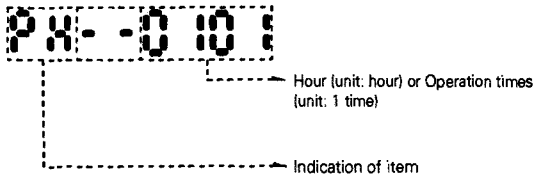
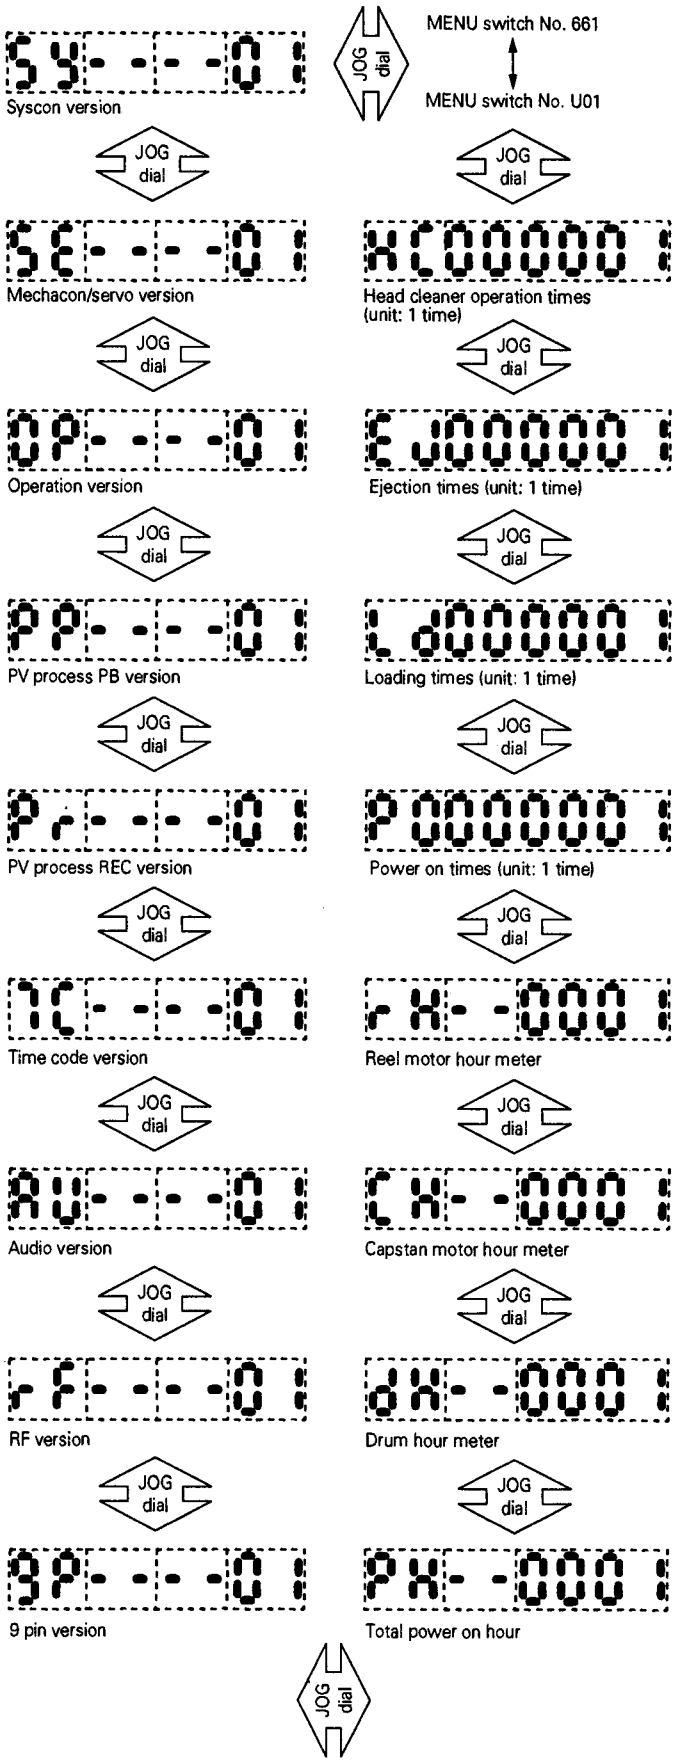

**Fig. 1-6-1 Indication of hour meter and ROM version (1)**
**Fig. 1-6-2 Indication of hour meter and ROM version (2)**
3. As the JOG dial is turned, item shown on the display changes as shown in Fig. 1-6-2. Detail of indications is shown in Fig. 1-6-1.